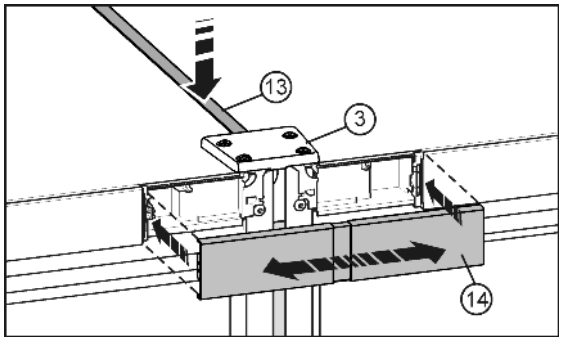

Fig. 10
▶ На верхней стороне вдавите в щель короткую планку *Fig. 10 (13)*. Планка должна быть заподлицо с крышкой *Fig. 10 (3)* устройства на передней кромке.
▶ Защелкните крышку *Fig. 10 (14)* на еще открытом промежутке обеих заглушек участков обслуживания. Следите за тем, чтобы наружные стороны крышки заканчивались вровень с заглушками участков обслуживания. Для этой цели крышка сделана выдвижной.